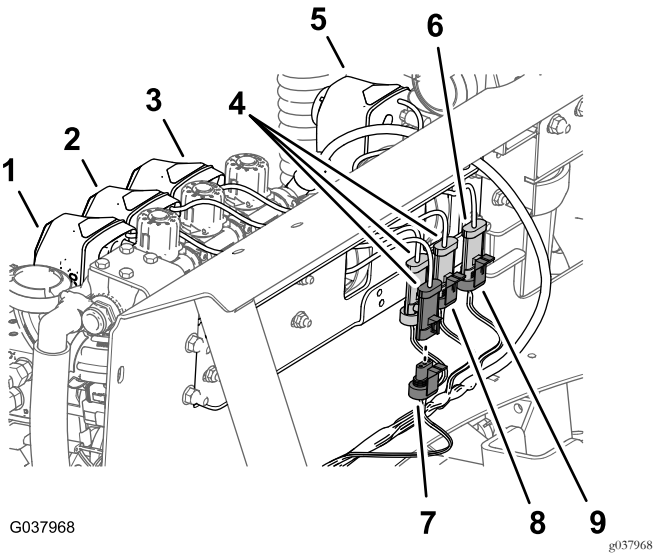

Figura 114
1. Conecte el conector de 3 pines del actuador de la válvula de agitación al conector hembra de 3 vías marcado AGITATION VALVE de la rama de 76 cm del arnés de cables (Figura 114).